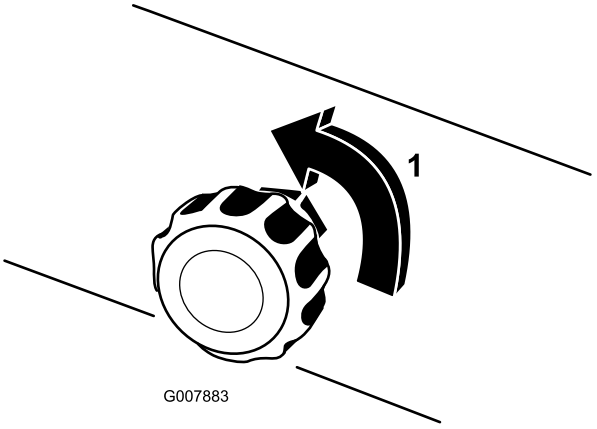

图30
5. 初次操作时，将泡沫浓稠度调整阀打开 1/8 至 1/4 圈（图30）。